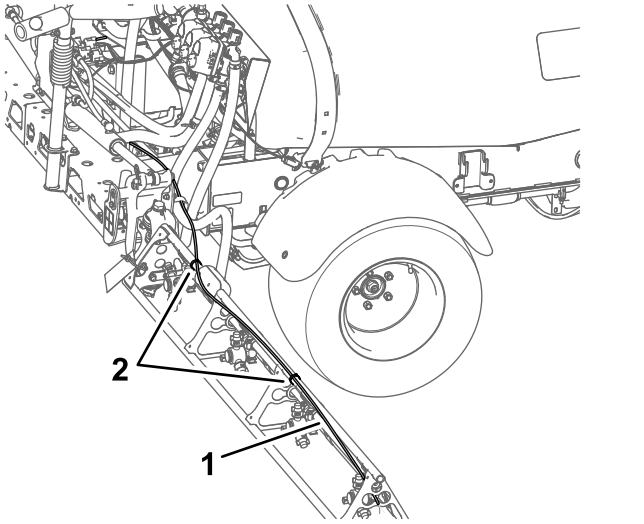

Rysunek 20
1. Zdejmij opaski zaciskowe mocujące przewody cieczy i powietrza zestawu znaczników pianowych do zewnętrznych sekcji zraszania (Rysunek 20).